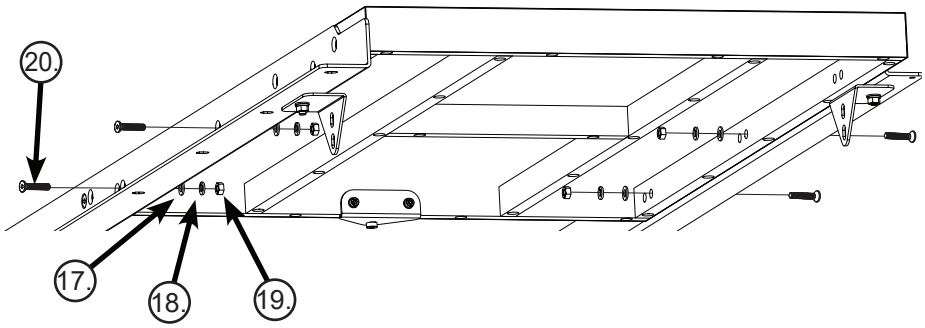

Fig. 10
10. La table de rallonge se monte sur les rails à l'aide de boulons traversant les trous des rails et de la table de rallonge (voir Fig. 10). Si vous avez une table de rallonge pour un système de guide de 36 po, prenez deux boulons à tête à douille à empreinte cruciforme M8 x 35 et insérez-en un dans le trou du rail avant le plus proche de la scie et l'autre dans le trou du rail arrière le plus proche de la scie. Si vous avez une table de rallonge pour un système de guide de 52 po, prenez quatre boulons fraisés à tête creuse à empreinte cruciforme M8 x 35 et insérez un boulon dans chacun des deux trous de la traverse avant le plus proche de la scie et un boulon dans chacun des deux trous dans le rail arrière le plus proche de la scie.